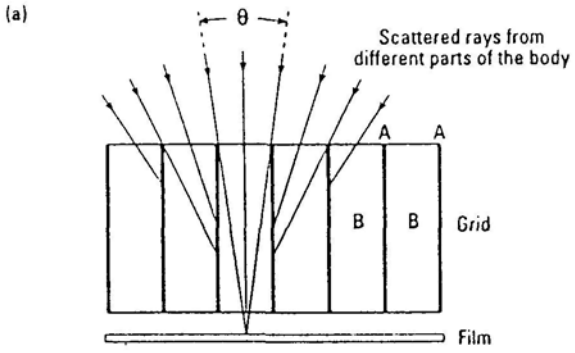

Fig. 2.7 Construction of a grid **A** = the lead strips and **B** = the interspace material
*This is shown in **Fig. 2.7***